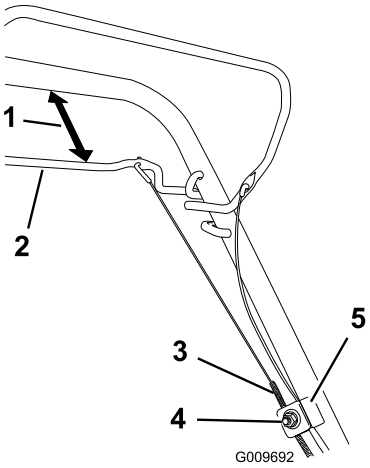

Rysunek 32
1. Poluzuj nakrętkę wspornika linki (Rysunek 32).
2. Przytrzymaj dźwignię napędu trybu samobieżnego 25 do 38 mm od uchwytu Rysunek 32.
3. Pociągnij w dół osłonę linki (w stronę kosiarki) do momentu usunięcia luzu linki (Rysunek 32).